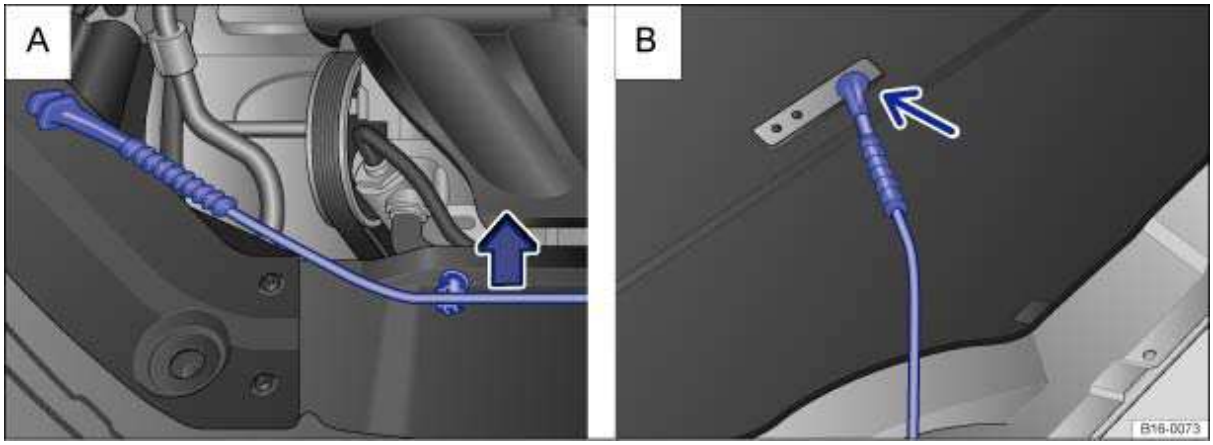

Fig. 131 A: In the engine compartment: Bracket for hood support. B: Hood propped open.
- Pull the hood support out of its bracket in the direction of the arrow ⇒ fig. 131 **A** and insert it into the opening in the hood **B** (arrow).